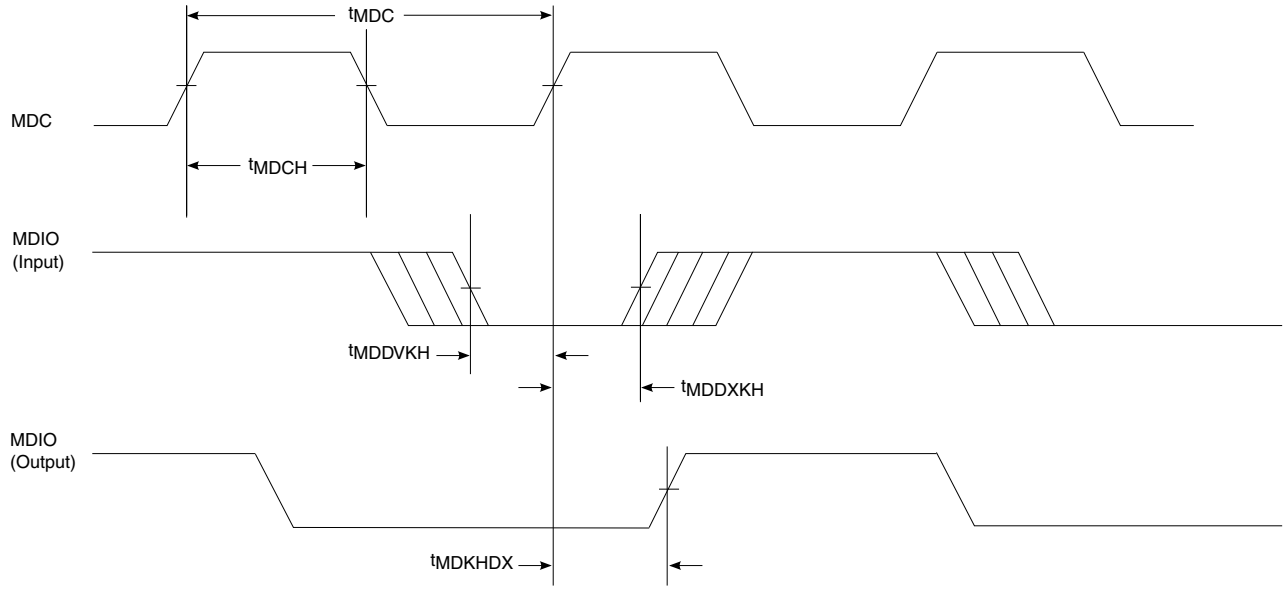

Figure 24. Ethernet management interface 1 timing diagram
1. This parameter is dependent on the Ethernet clock frequency. The EMDIO_CFG [MDIO_CLK_DIV] field determines the clock frequency of the MgmtClk Clock EMI1_MDC. 2. t_{enet_clk} is the Ethernet clock period. 3. MDIO timing is configurable by programming EMDIO_CFG register fields. 4. The default value of Y is 5. Y value is determined by EMDIO_CFG[NEG], EMDIO_CFG[MDIO_HOLD] and EMDIO[EHOLD]. It is recommended to use EMDIO_CFG[NEG]=1 for MDIO transactions. 5. The symbols used for timing specifications follow these patterns: $t_{\text{(first two letters of functional block)(signal)(state)(reference)(state)}}$ for inputs and $t_{\text{(first two letters of functional block)(reference)(state)(signal)(state)}}$ for outputs. For example, t_{MDKHDX} symbolizes management data timing (MD) for the time tMDC from clock reference (K) high (H) until data outputs (D) are invalid (X) or data hold time. Also, t_{MDDVKH} symbolizes management data timing (MD) with respect to the time data input signals (D) reach the valid state (V) relative to the tMDC clock reference (K) going to the high (H) state or setup time. 6. See Figure 24. on page 101.